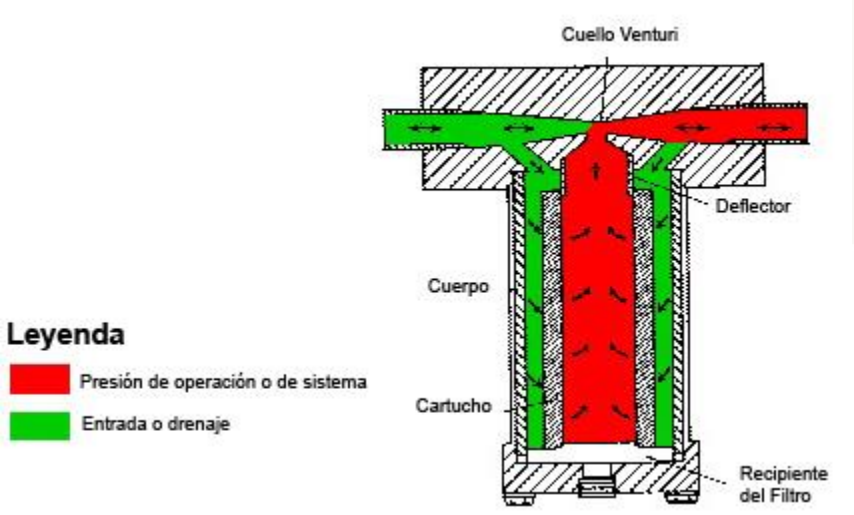

Figura 72
(2) filtros de flujo proporcional (Figura 72). Este filtro funciona sobre el principio de venturi en el que un tubo tiene una garganta angosta (venturi) para aumentar la velocidad del fluido que pasa por éste. El flujo que pasa por una garganta venturi causa una caída de presión en el punto más angosto. Esta disminución de la presión causa una acción de succión que atrae una parte del líquido hacia abajo alrededor de un cartucho por un filtro y hasta una garganta venturi. El filtrado ocurre para cualquier dirección de flujo. Aunque sólo una parte de un líquido se filtra durante cada ciclo, la constante recirculación por el sistema eventualmente causa que todo el líquido pase por el elemento.